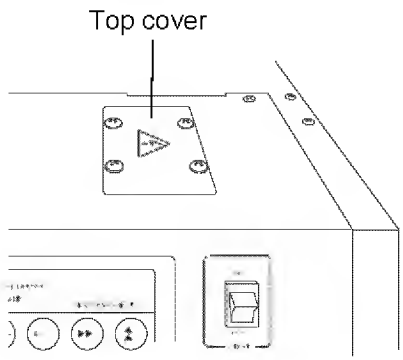

Fig. 21
1. Remove the top cover on the right front of the refrigerator top by unscrewing 4 screws. [Fig. 21]